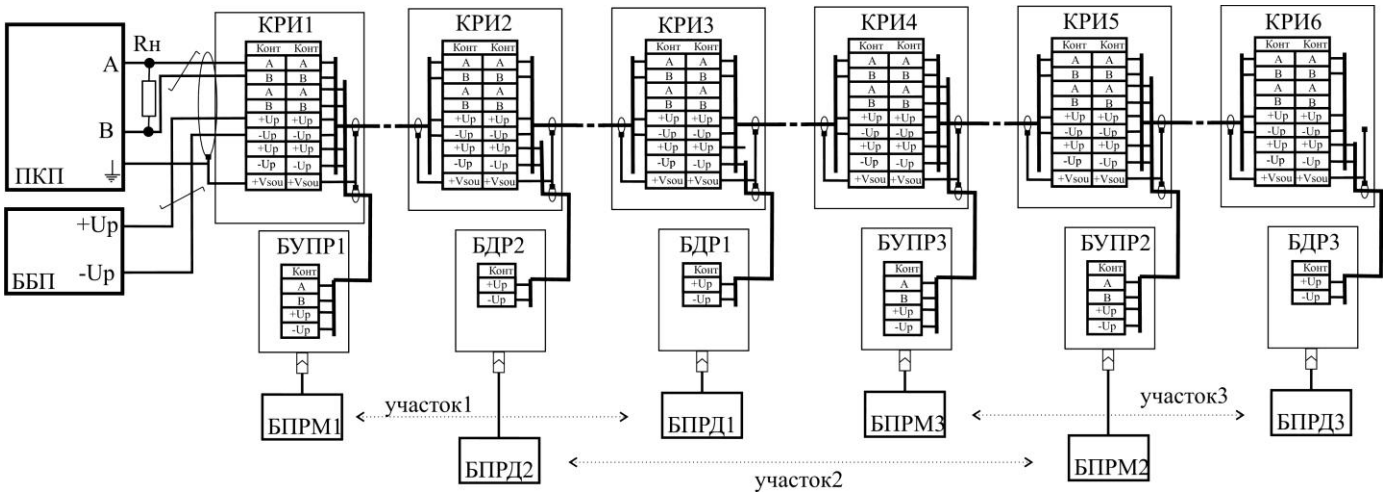

Рис.10.4
10.6.1 Гнездо байонетного разъема кабеля БПРД соединить с вилкой байонетного разъема БДР (см рис.10.4).